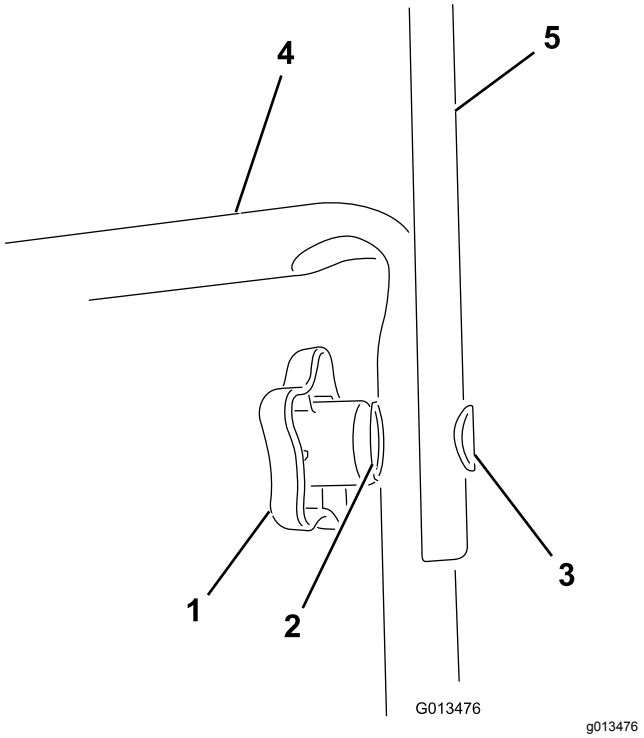

**Figur 1**
2. Montera det övre handtaget vid det nedre handtaget på maskinen med hjälp av handtagsvreden, de ovala bulthuvudena och de böjda brickorna enligt Figur 1.